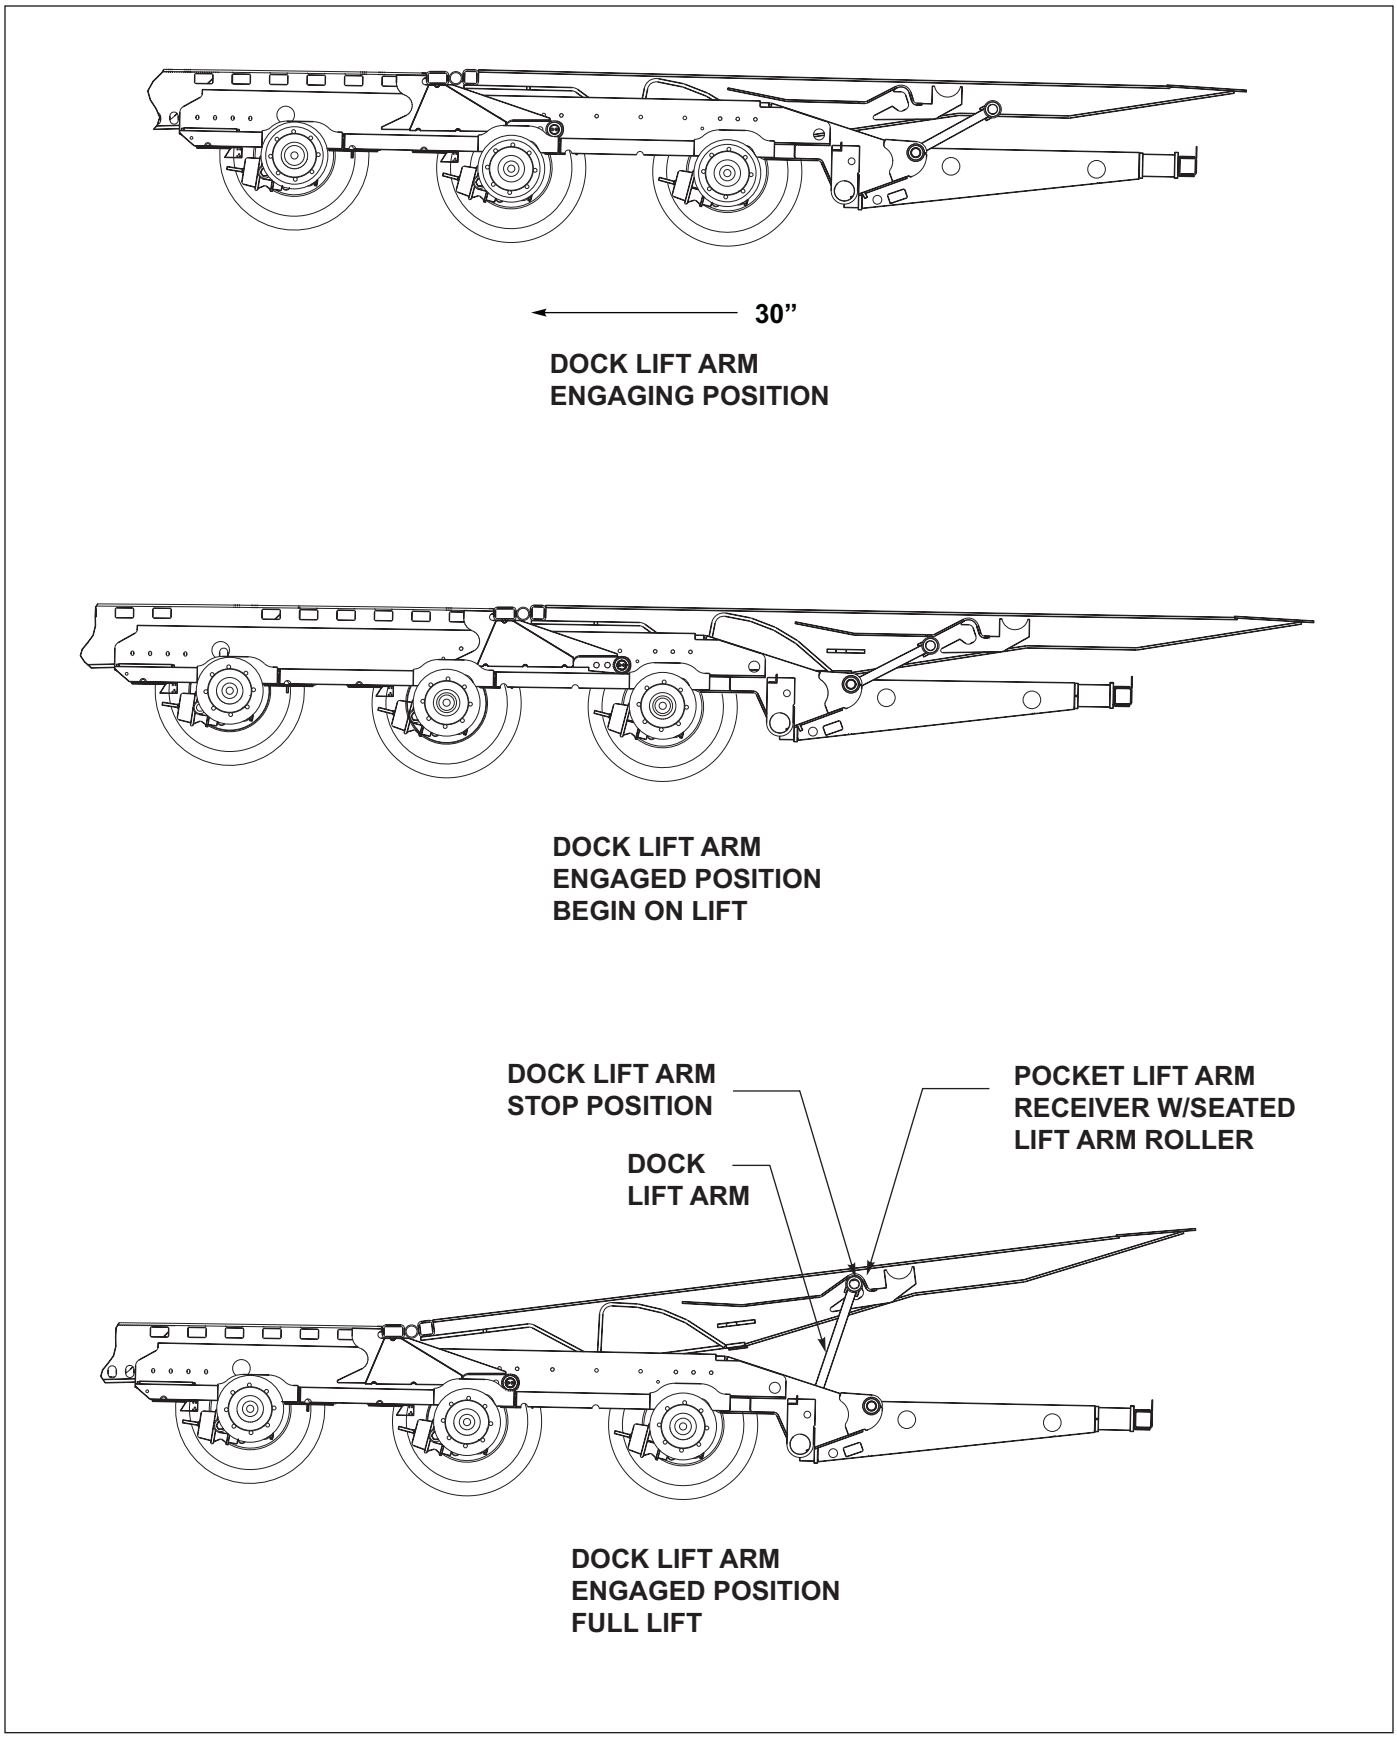

Figure 3-7: Dock Leveler Operation
6. Use Axle/Tail Control Knob to pull undercarriage forward approximately 30" (***See Figure 3-7***.)